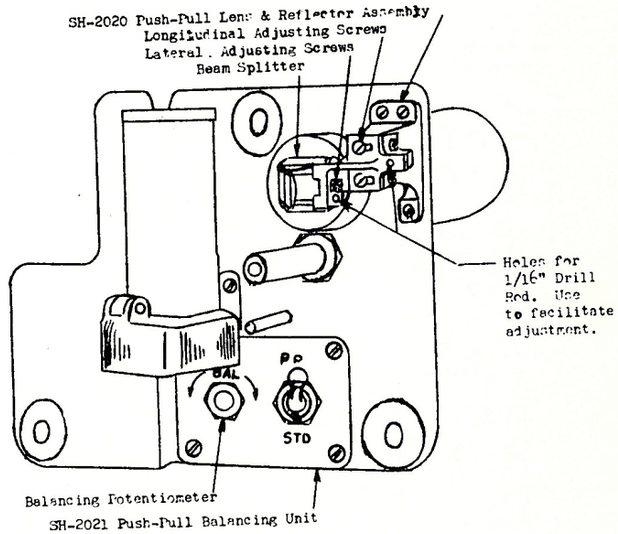

FIGURE 2
J. Install the SH-2020 Push-Pull Lens & Reflector Assembly on the sound bracket in place of the present reflector lens bracket (per Figure 2).
K. Install the SH-2021 Push-Pull Balancing Unit Assembly on the sound bracket (per Figure 2).
Note - Adjustment will be facilitated by the use of a short piece of 1/16" drill rod in the holes provided in the bracket. (See Figure 2.)